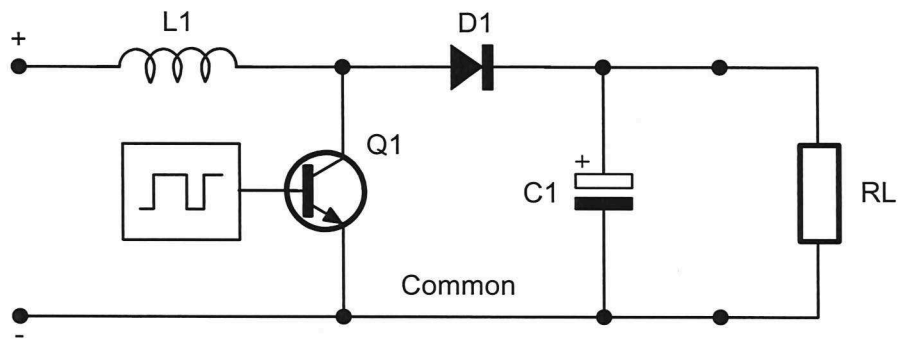

Figure 1
Questions 11 to 15 refer to the circuit in Figure 1 below
14. Show on Figure 1 the currents around the circuit when the switching transistor is turned on. Assume the circuit has been running for at least one complete cycle of the pulse train.
15. Use a different coloured pen to show on Figure 1 the currents around the circuit when the switching transistor is turned off.